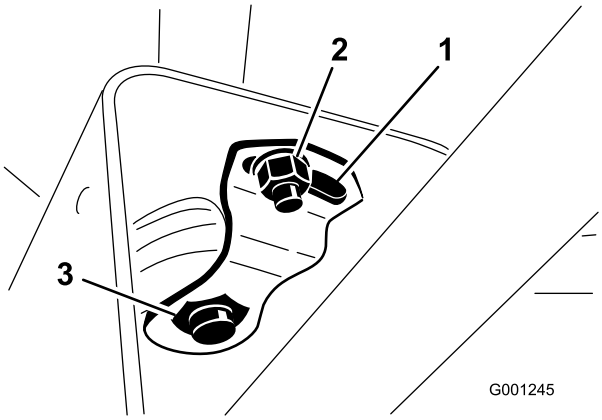

Figur 69
2. Dra dekselet opp langs rattstangen for å få tilgang til svingbraketten (Figur 69).
3. Løsne den lille mutteren, og drei svingbraketten til den strammer den store mutteren nedenfor (Figur 69).